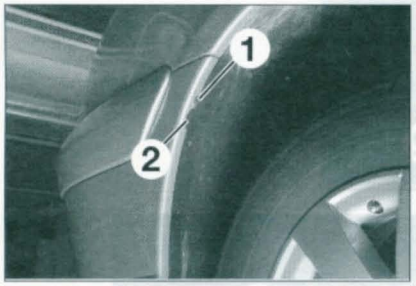

FIGURE 11-1
• De chaque côté, déposer la vis de fixation (1) des pare-boue sur le bouclier et la vis de fixation latérale (2) **(figure 11-1)**.